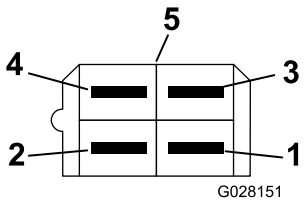

Figure 14
6. Branchez le connecteur à boîtier à 4 voies sur le câble en poussant les broches à l'arrière du connecteur. (Figure 14). Identifiez et marquez ce connecteur comme étant du côté droit pour faciliter l'identification du câblage lors des connexions au faisceau de câblage principal de la machine.